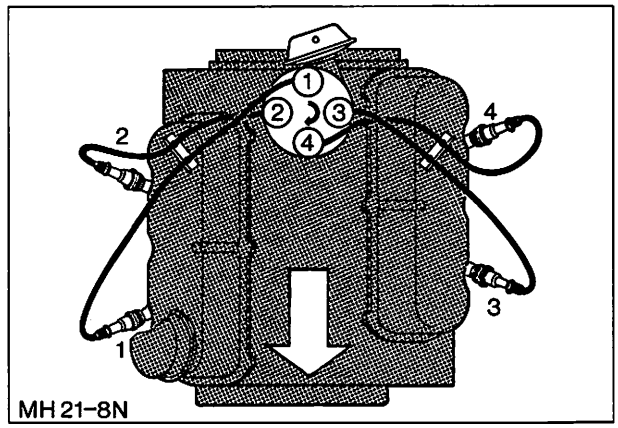

Abb. 189 Zündkabelanordnung (Zündfolge)
75. Zündkerzen einschrauben und mit vorgeschriebenem Drehmoment befestigen. Verteilerkappe aufsetzen und Zündkabel in gezeigter Anordnung auf die Zündkerzen stecken, Abb. 189. Unterdruckleitung an Vergaser anschließen.